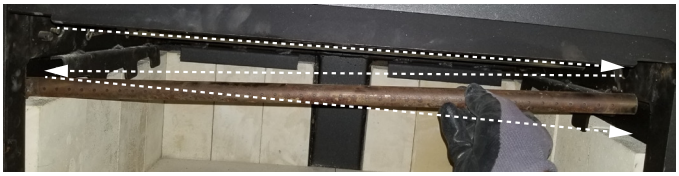

Figura 19 Extracción del tubo de aire delantero
2. Remueva el tubo de aire deslizándolo hacia el espacio a la derecha, luego deslice el tubo hacia la izquierda y parcialmente hacia adelante, y finalmente remueva el tubo deslizándolo hacia la derecha y fuera de la cámara de combustión. En general, este patrón de movimiento parece una letra Z. Consulte la Figura 19.